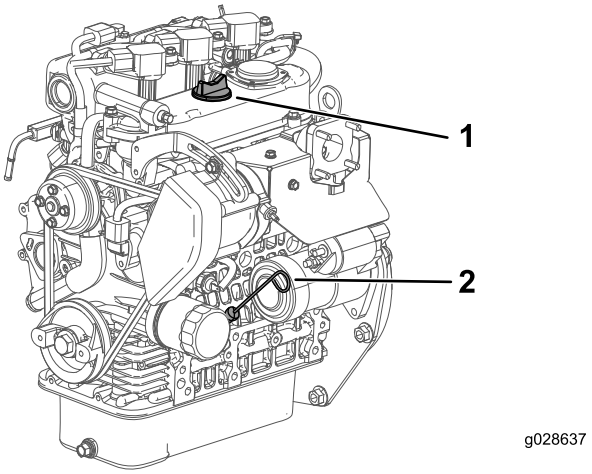

Figur 15
2. Ta ut oljestickan och torka av den med en ren trasa (Figur 15).
3. Sätt i oljestickan i röret och se till att den sitter som den ska (Figur 15).
4. Ta ut oljestickan och kontrollera oljenivån (Figur 15).
5. Om oljenivån är låg tar du bort påfyllningslocket (Figur 15) och fyller på tillräckligt med olja så att nivån når upp till markeringen FULL på oljestickan.
6. Sätt tillbaka oljestickan så att den sitter ordentligt (Figur 15).